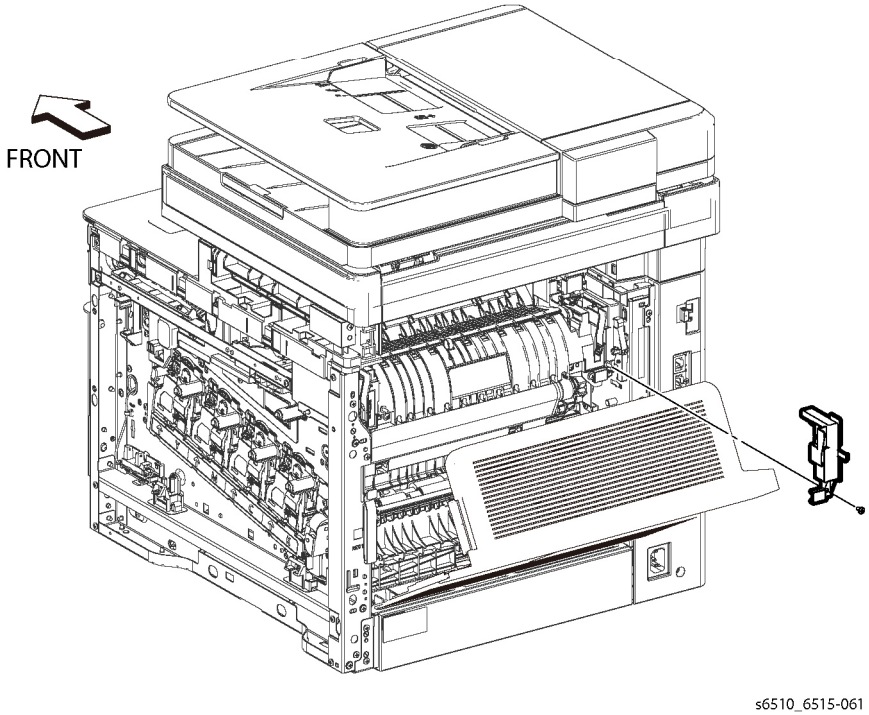

Figure 1 Remove the Fuser Harness Cover
2. Refer to Figure 1 to remove the one screw (silver, M3x6mm) attaching the lower end of the Fuser Harness Cover to the Fuser Assembly.